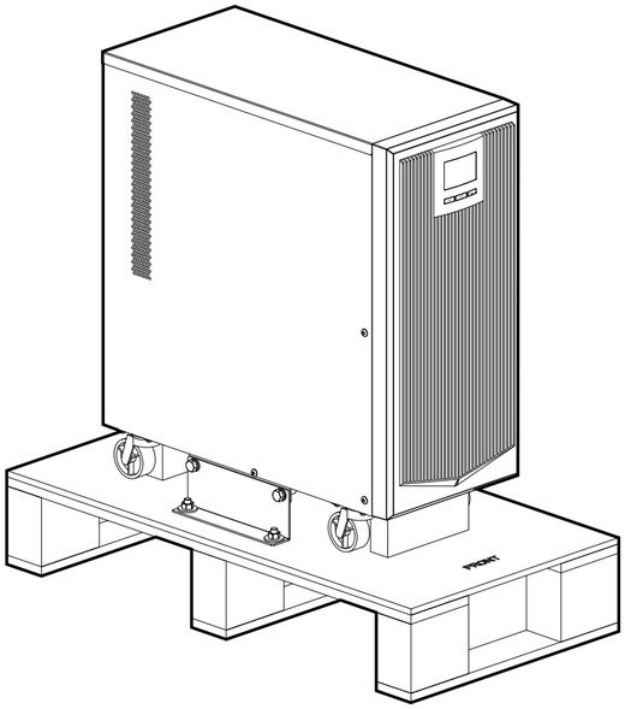

FIGURE 3-1 Appearance after unpacking
4. Remove the packaging and take out the optional components and the user manual. The UPS after unpacking is shown in Figure 3-1.